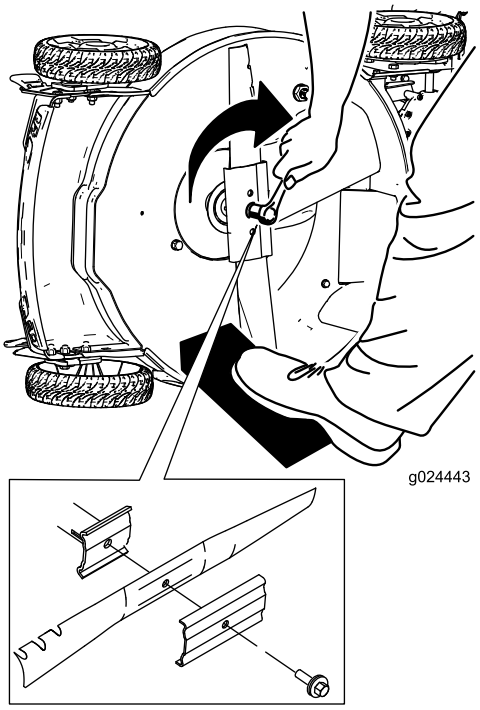

Figur 26
5. Monter den nye kniven ved å dreie knivbolten med urviseren (Figur 26).